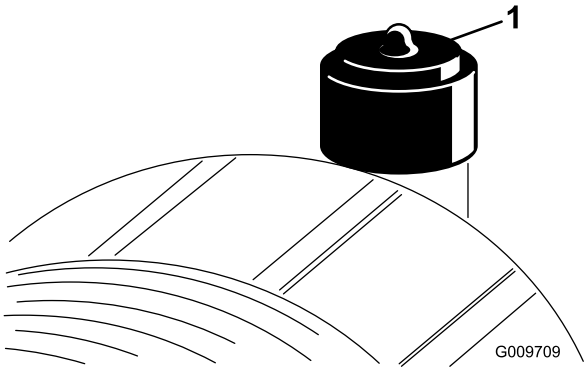

Figur 45
Efterse kun luftfilteret, når serviceindikatoren viser, at det er nødvendigt (Figur 45). Hvis du udskifter luftfilteret, før det er nødvendigt, øger du blot risikoen for, at der kommer snavs ind i motoren, når filteret afmonteres.
2. Nulstil indikatoren (Figur 45), hvis den viser rødt.